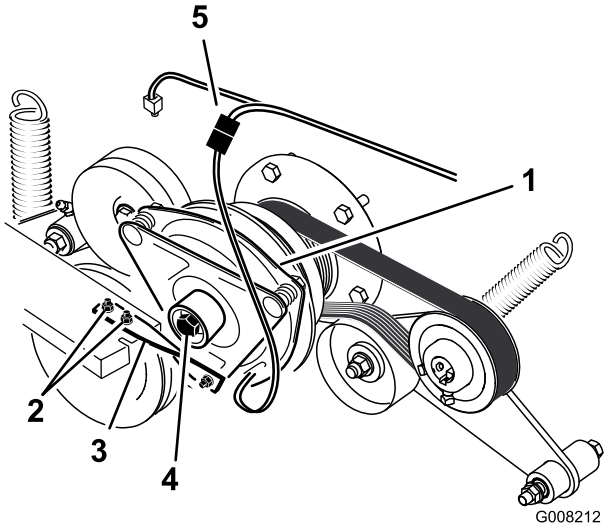

Figuur 55
6. Maak de stekker voor de elektrische aansluiting van de koppeling los (Figuur 55).
7. Verwijder de twee bouten waarmee de rubberen band van de koppeling is bevestigd aan het frame van de maaier (Figuur 55).
8. Verwijder de middelste bout waarmee de koppeling is bevestigd aan de uitgaande as van de motor en verwijder de koppeling en de spie (Figuur 55).
15. Houd de krukas op de achterkant van de machine, monteer de middelste bout en zet deze vast met een torsie van 68 Nm (Figuur 55).
16. Monteer de rubberen band van de koppeling op het frame van de maaier met de twee bouten en moeren die u eerder hebt verwijderd (Figuur 55).
18. Sluit de stekker voor de elektrische aansluiting van de koppeling aan (Figuur 55).